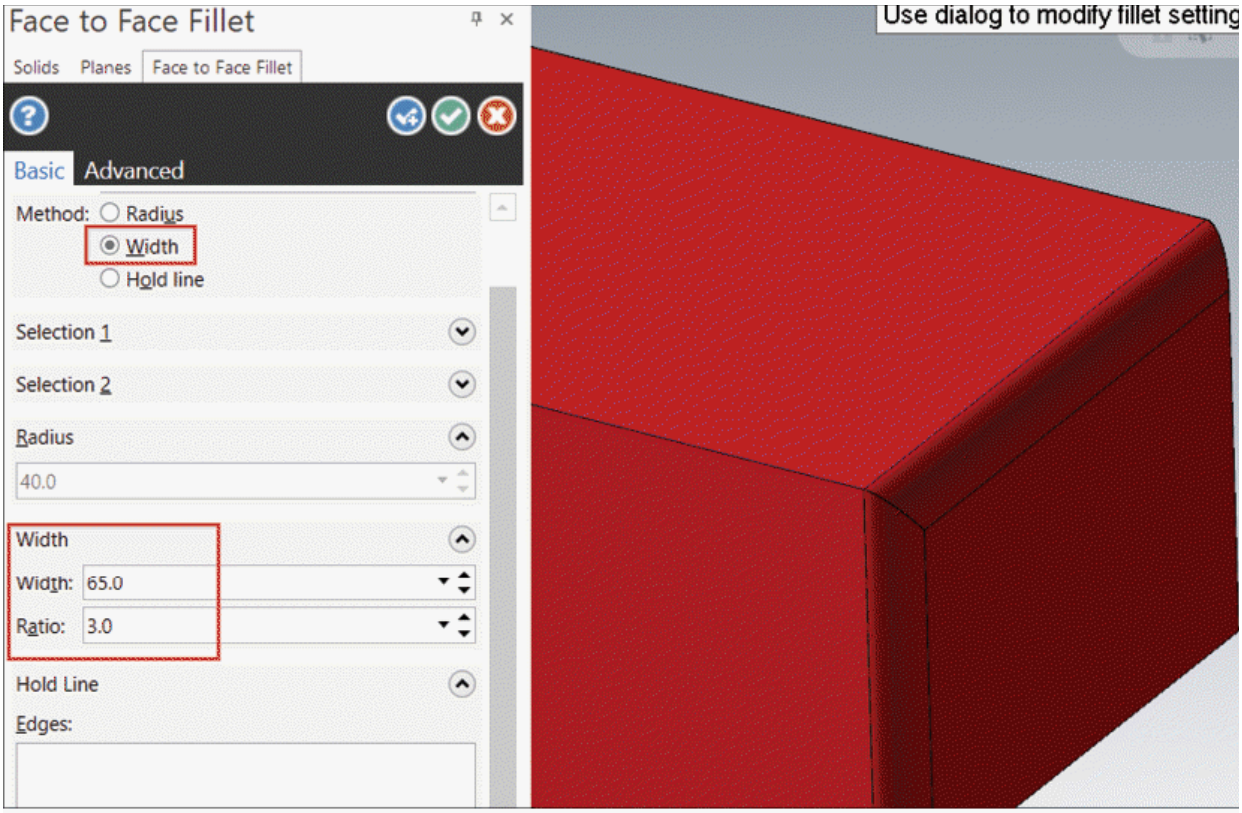

Figure-51. Specifying fillet width
- Select the **Width** radio button from the **Method** section of the **Manager** if you want to create a fillet of specified chordal width. Set desired values in the **Width** and **Ratio** edit boxes. Preview of fillet will be displayed; refer to Figure-51.